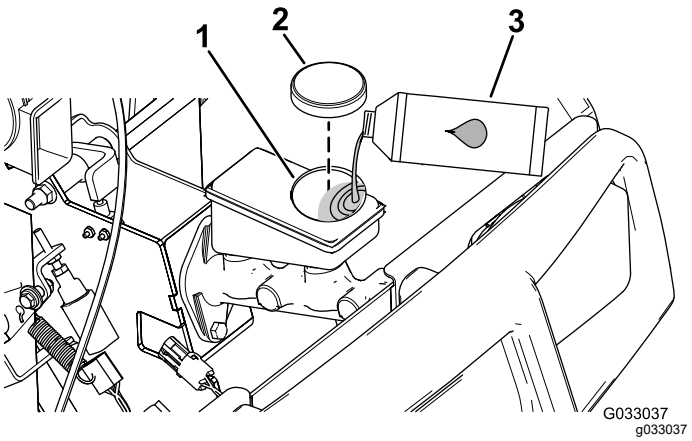

Figur 17
2. Løft motorhjelmen for at få adgang til hovedbremsecylinderen og beholderen (Figur 17).
A. Rengør området omkring beholderdækslet, og tag dækslet af (Figur 17).
C. Sæt beholderens dæksel på (Figur 17).